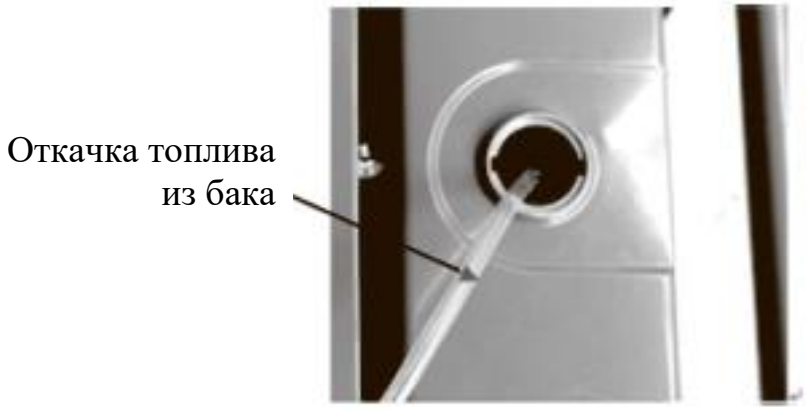

Рис. 15
- Слейте дизельное топливо из бака в чистую емкость (см. Рис. 15)